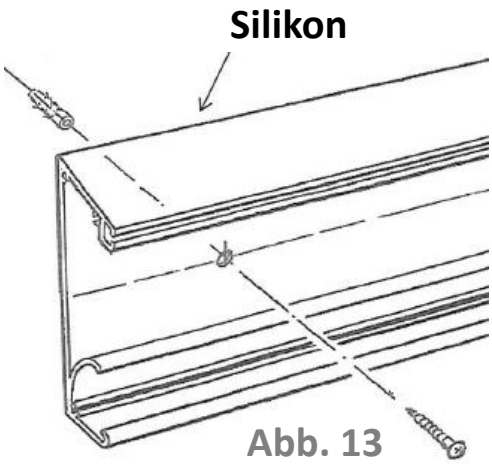

Abb. 13
2.4 Bohren Sie jetzt an den markierten Stellen in die Wand. Abb.: 13
2.8 Dichten Sie die Fuge an Wand und Wandprofil mit Silikon ab. Abb.: 13